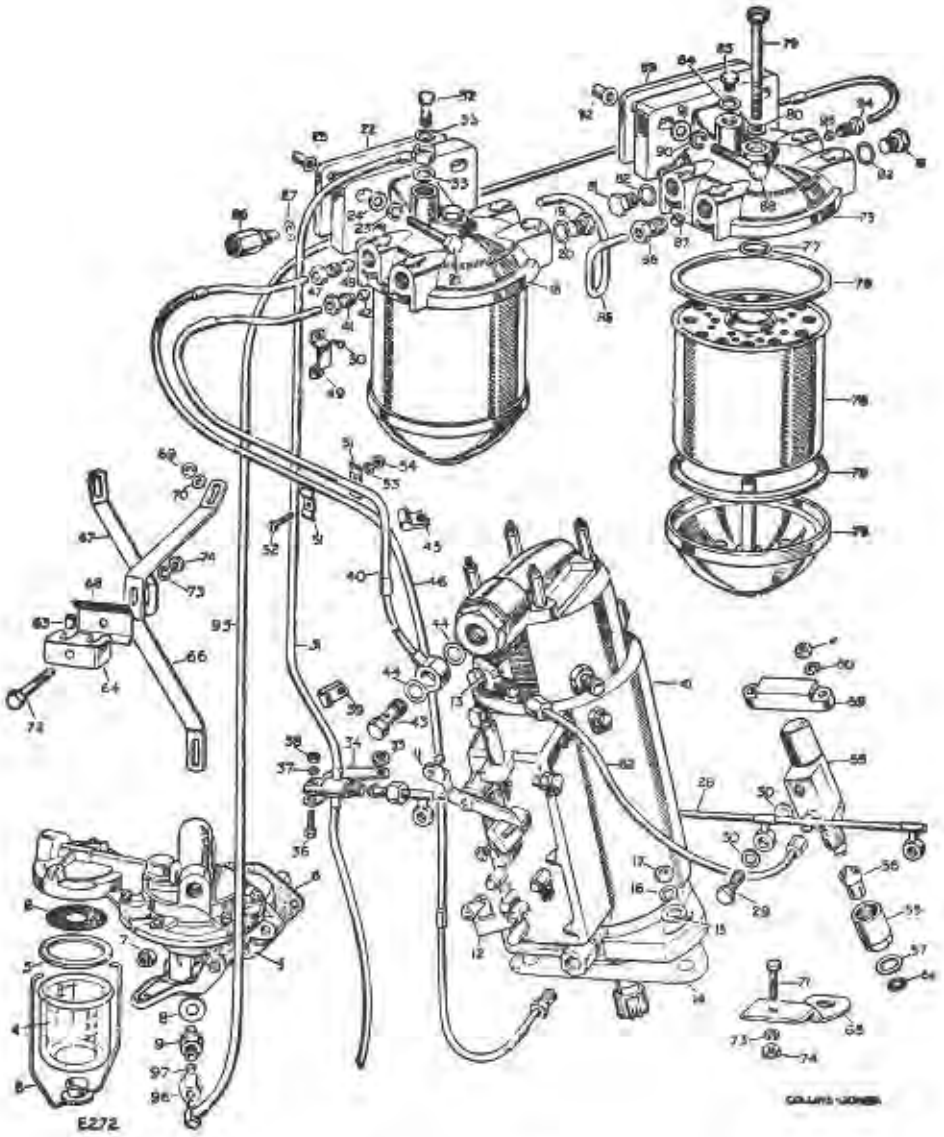

**Fig. L1-68. General layout of Diesel fuel system, early models, twin filters illustrated**
**Key to Fig. L1-68. General layout of Diesel fuel system, early models**